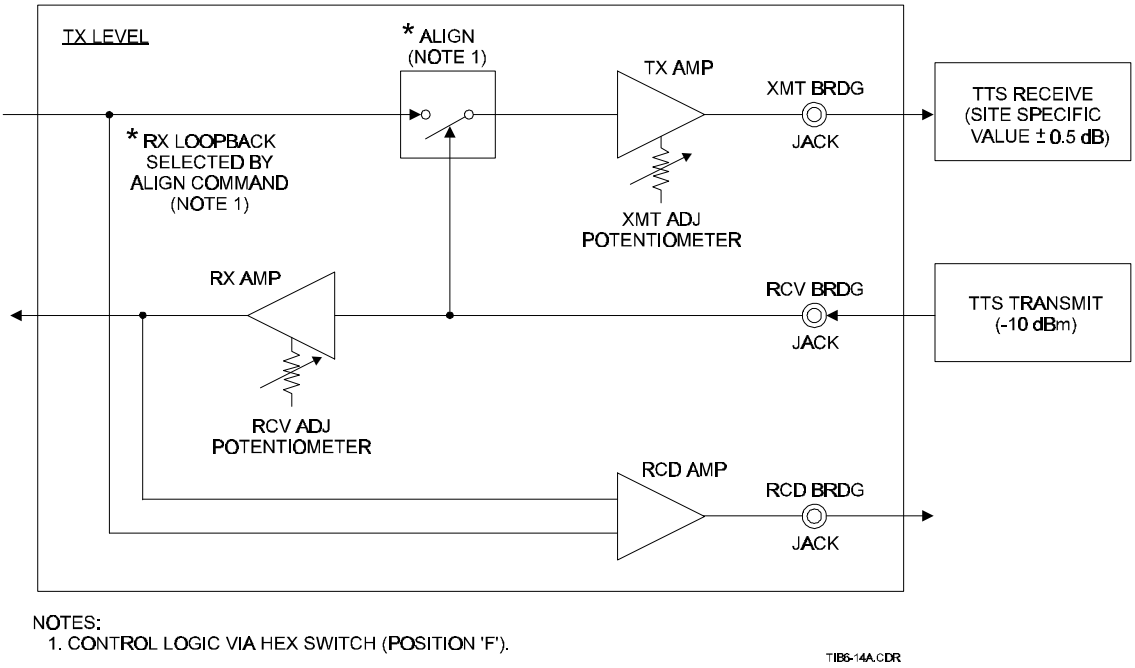

***Figure 6-41a. PBX Interface (4-Wire) Alignment Block Diagram (Transmit Path)***
**Figure 6-41a** presents a simplified diagram covering the transmit path of the alignment; **Figure 6-41b** provides a similar diagram for the receive path.